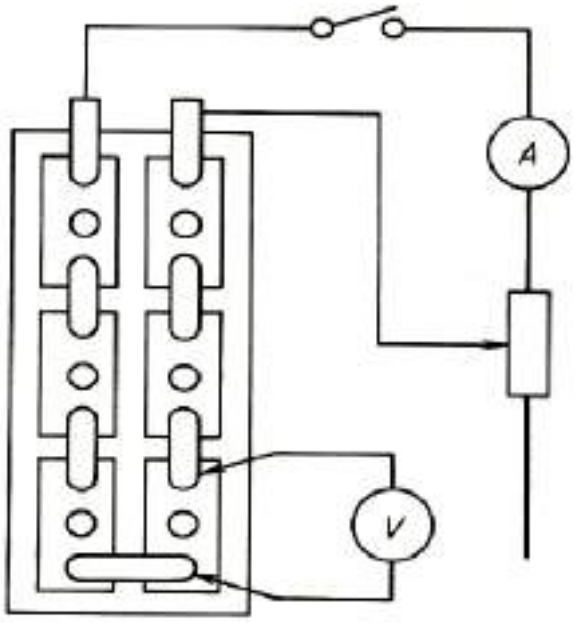

Рис. 96. Схема разрядки аккумуляторной батареи на реостат.
- разрядить аккумуляторную батарею, подключив ее для разрядки к реостату (рис. 96) или лампам. Ток нагрузки при этом должен составлять 8-10 А;